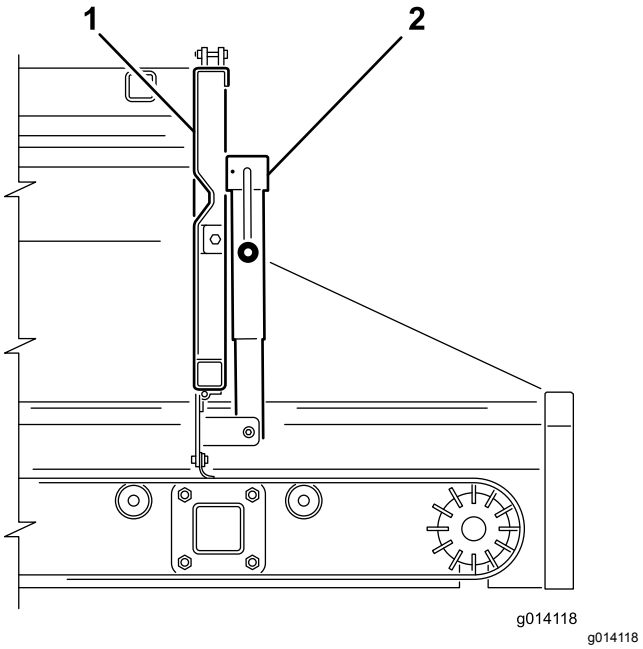
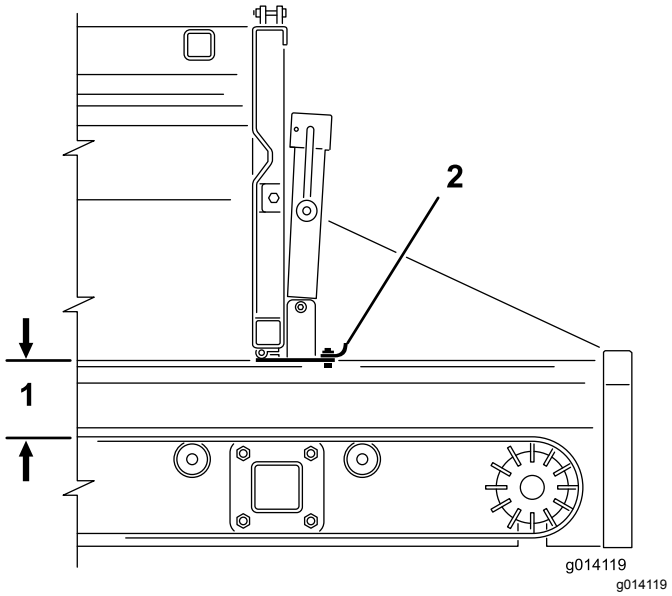

Figur 39
Figur 40
2. Brug donkraftens håndtag til at åbne eller lukke den indstillelige del af bagsmækken (Figur 39 og Figur 40). Dette begrænser materialets udflydning ved brug af udstyr.